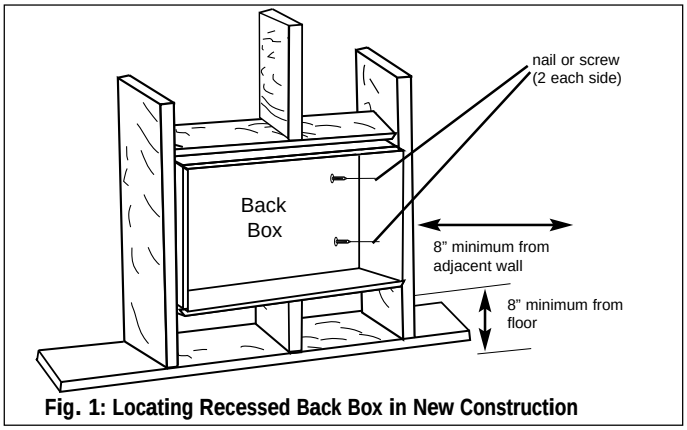

Fig. 1: Locating Recessed Back Box in New Construction
1. Mounting Back Box (See Figure 1).
c. Secure the back box in position with wood screws or nails as shown in Figure 1.